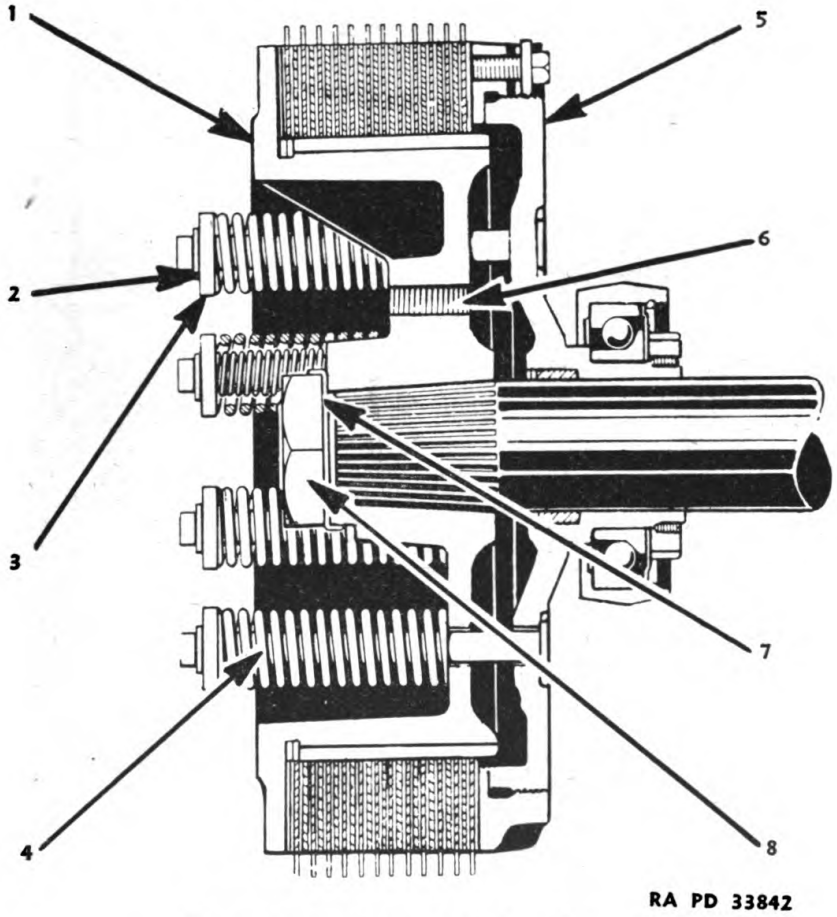

FIGURE 126.—Steering clutch—schematic.
122. Steering clutch disassembly.—*a.* Remove nut (8) (fig. 126) after straightening lock (7). The nut requires a $2^{21}/_{32}$-inch wrench. A socket wrench (3B6352) is available through the parts department for this work.